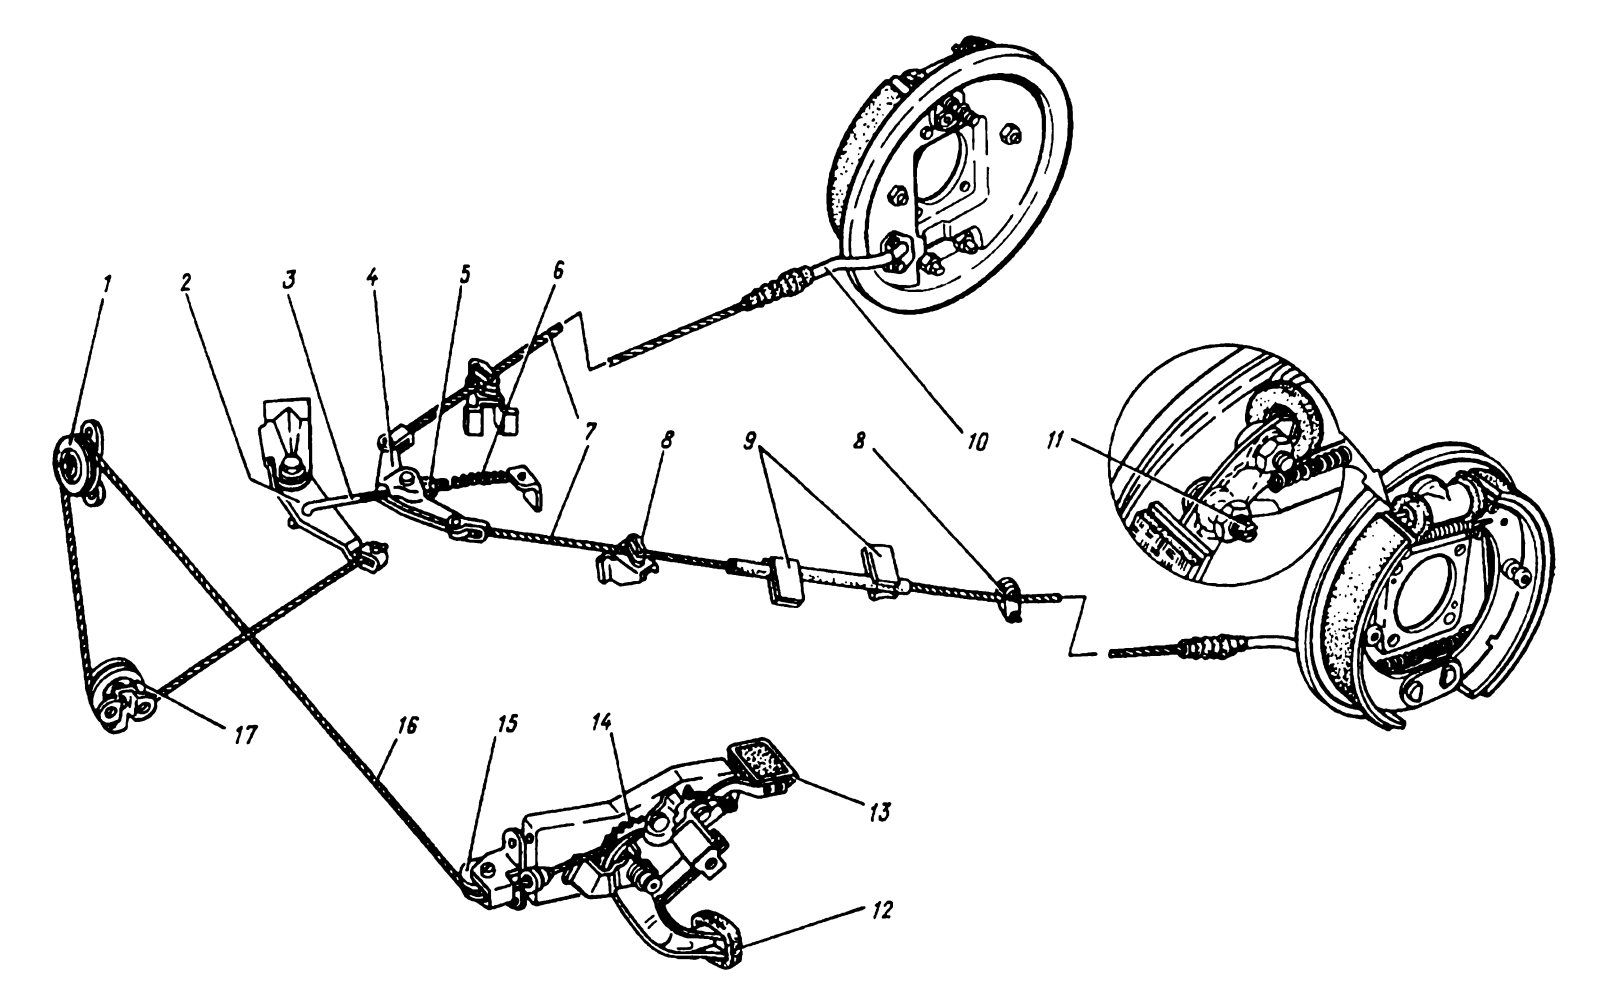

Рис. 190. Привод стояночного тормоза:
Устройство привода стояночного тормоза показано на рис. 190. Усилие водителя, прилагаемое при торможении к педали *12*, передается через передний трос *16*, рычаг *2*, тягу *3*, уравнитель *4* и задние тросы к приводным рычагам, установленным в задних тормозах. Регулировка стояночного тормоза производится подтяжкой задних тросов посредством гайки *5*, навернутой на тягу и зафиксированной контргайкой. Стояночный тормоз каждого колеса регулируется поворотом эксцентрика *11*, закрепленного контргайкой.
3. Перемещайте уравнитель *4* (см. рис. 190) тросов вдоль тяги с помощью гайки *5*, сохраняя натяжение задних тросов привода.